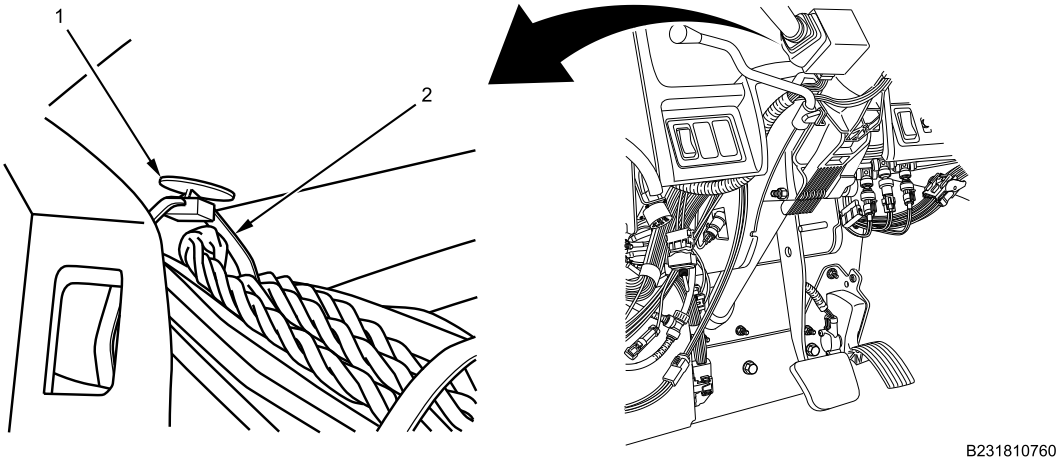

Figure 11. IP Wiring Harness Cable Lock Straps.
17. Remove left side wiring harness cable lock strap (Figure 11, Item 2) from IP wiring harness bundle and IP brace cable lock strap retainer (Figure 11, Item 1) through IP right side closeout opening. Discard cable lock strap.